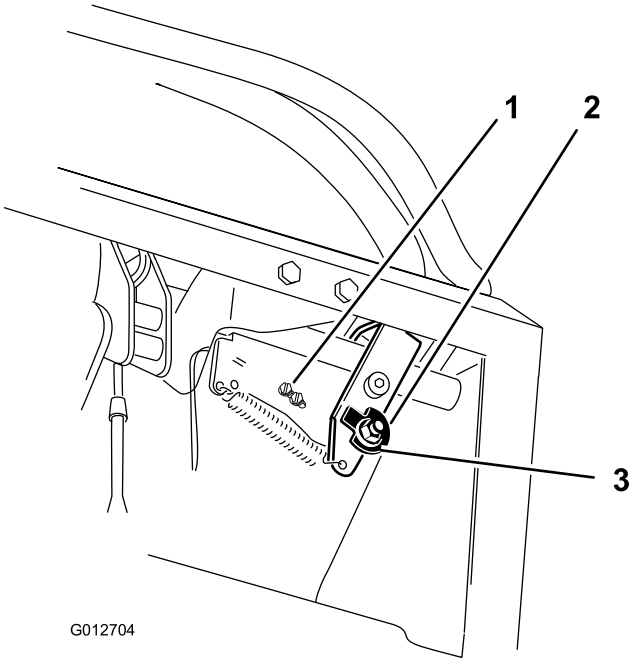
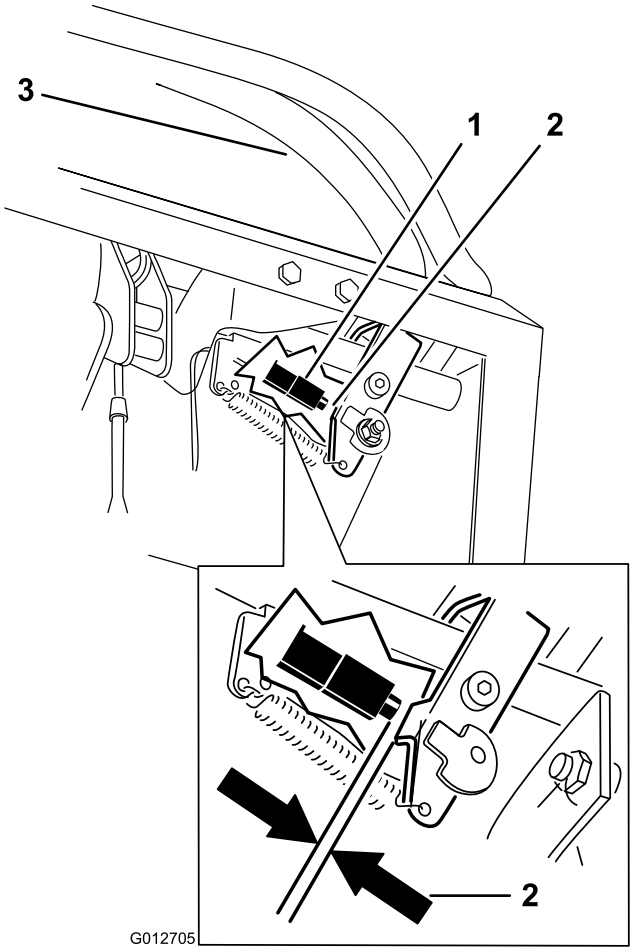

Bild 68
Bild 69
7. Lockern Sie die Mutter, mit der die Nocke befestigt ist (Bild 68).
10. Prüfen Sie den Abstand zwischen dem Steuerhebel und -schalter, wie in Bild 69 dargestellt. Der Abstand muss 3 mm sein, wenn der rechte Fahrantriebshebel in der arretierten Neutral-Stellung ist.
11. Lösen Sie ggf. die Schrauben, mit denen der Schalter befestigt ist, und stellen Sie den Schalter ein (Bild 68 und Bild 69).